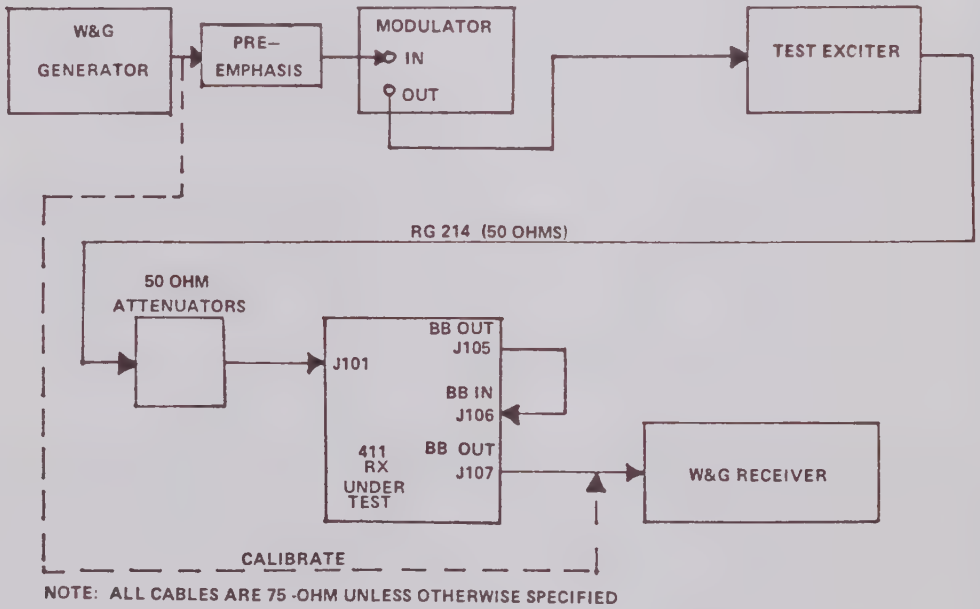

Figure 1. RF/BB Test Set Up
b. Connect the equipment as shown in figure 1, installing the proper pre-emphasis network for the channel capacity of the receiver (table 1). Adjust the step attenuators to obtain a level at the input of the receiver under test which is in the middle of its dynamic range (refer to table 2 for the dynamic range of the various receiver bandwidths).